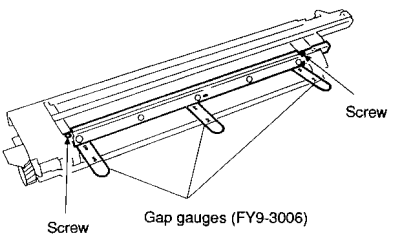

Figure 2-30b
2) As shown in Figure 2-30b, pinch the OK side of the gap gauges between the developing blade and developing cylinder (3 locations), and use the two screws to secure the developing blade to the developing assembly together with the support plate. (At this time, be careful not to strike the developing blade against the developing cylinder.)